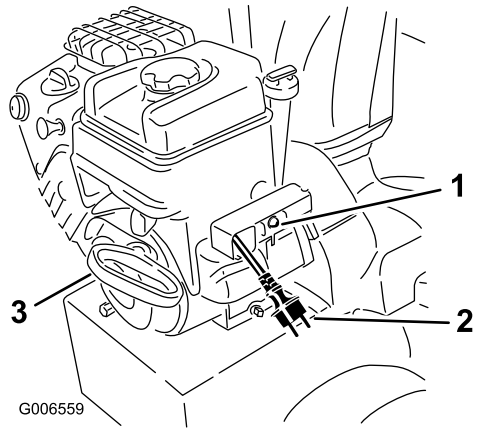

Rysunek 30
7. Uruchom maszynę, ciągnąc za rozrusznik linkowy lub naciskając przycisk rozrusznika elektrycznego (wszystkie modele oprócz 38597) (Rysunek 30).